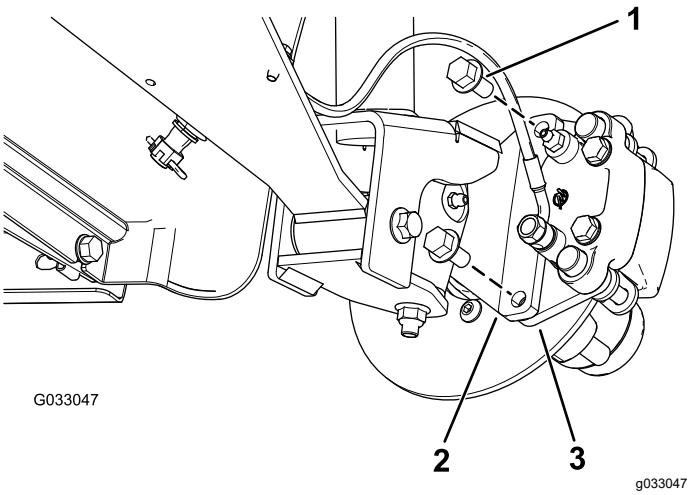
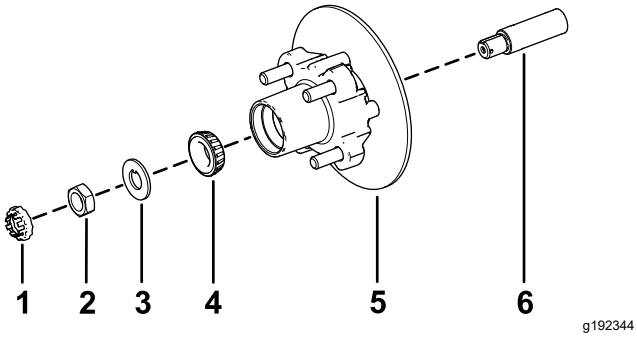

Bild 32
Bild 36
3. Entfernen Sie die Bundkopfschrauben (⅜" x ¾"), mit denen die Halterung für die Bremse an der Spindel befestigt ist, und nehmen die Bremse von der Spindel ab (Bild 32).
1. Fetten Sie die Spindel leicht mit der angegebenen Fettsorte ein (Bild 36).
2. Montieren Sie die Radnabe und den Drehzylinder an der Spindel mit dem Drehzylinder innen (Bild 36).
3. Montieren Sie das Außenlager an der Spindel und setzen das Lager auf den äußeren Lagerring (Bild 36).
4. Legen Sie die Nasenscheibe auf die Spindel (Bild 36).
5. Schrauben Sie die Spindelmutter auf die Spindel und ziehen Sie die Mutter auf ein Drehmoment von 15 N·m an, während Sie die Radnabe drehen um das Lager zu fixieren (Bild 36).
2. Fluchten Sie die Bremsbeläge mit jeder Seite des Drehzylinders (Bild 32) und die Löcher in der Bremsbackenhalterung mit den Löchern im Bremsenhalter des Spindelrahmens aus (Bild 36).
3. Befestigen Sie den Bremsbackenhalterung mit den beiden Bundkopfschrauben (⅜" x ¾") am Spindelrahmen (Bild 32).